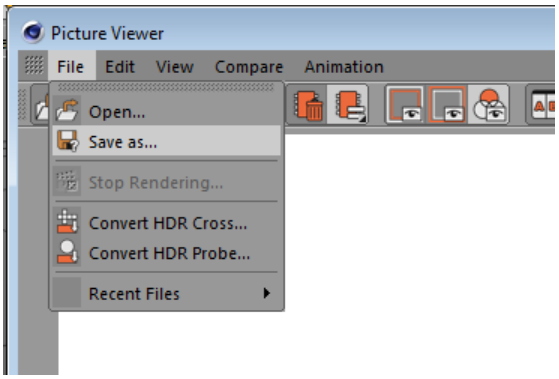
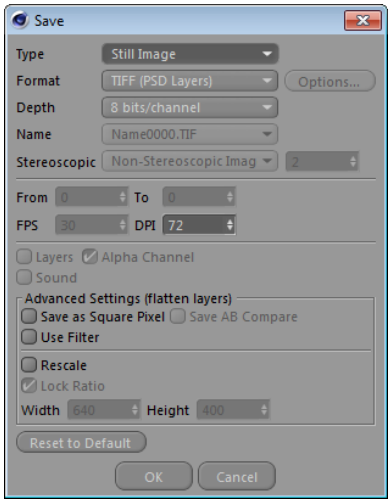

Figure 2-29 *Choosing the* ***Save as*** *option from the* ***File*** *menu*
Figure 2-30 *The* ***Save*** *dialog box*
4. In the **Picture Viewer** window, choose **File > Save as**, as shown in Figure 2-29; the **Save** dialog box is displayed, as shown in Figure 2-30.